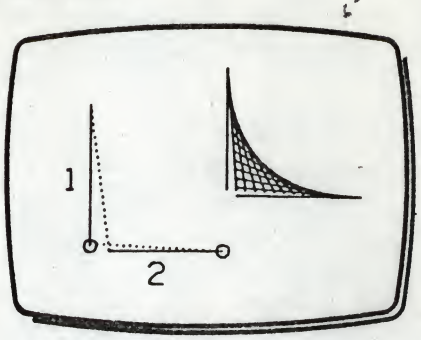

Fig 3
3 Press and hold R and rotate Z to position the nib at (1) in Fig 3. Notice that the small diamond is at the bottom.
5 Press and hold R and rotate Z to position the nib at (2) in Fig 3. The small diamond is now at the right.